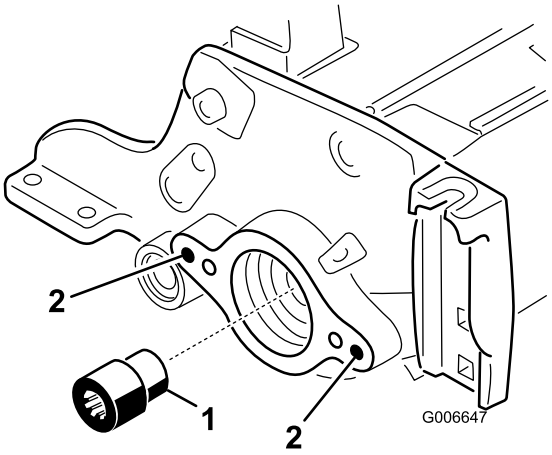

Figura 7
12. Utilizando o utensílio do veio de transmissão do cilindro, retire o adaptador ranhurado da extremidade do motor do eixo do cilindro (Figura 7). Utilize o utensílio do veio de transmissão do cilindro, peça n.º TOR4074. Limpe toda a massa lubrificante do orifício roscado, onde estava o adaptador ranhurado.
13. Instale o novo adaptador ranhurado (mais longo) no eixo do cilindro (Figura 7). Antes da instalação, aplique Loctite azul nas roscas do adaptador. Aperte com 115–129 N·m.
15. Utilizando uma torneira de 3/8-16, retire a tinta dos orifícios de montagem externa em ambas as placas laterais, a esquerda e a direita (Figura 7).